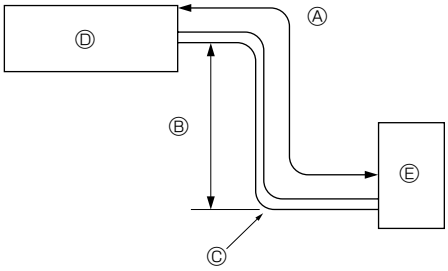

Fig. 2-1
2.1. Трубы хладагента (Fig. 2-1)